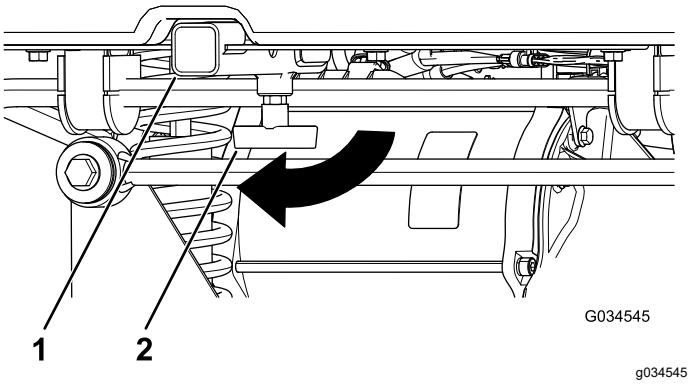

Figura 15
1. Desaperte a pega em “T” rodando-a no sentido dos ponteiros do relógio (Figura 15).
2. Insira o acessório no recetor até que os orifícios fiquem alinhados (Figura 15).